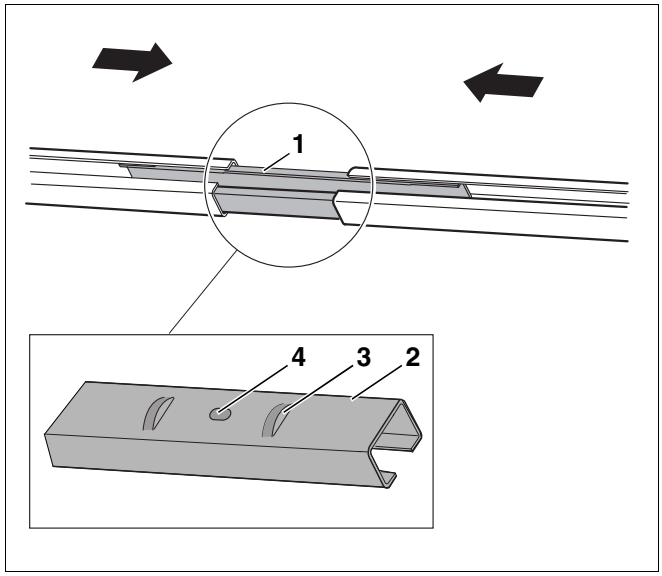

Afb. 12 Profielrails verbinden
Wanneer u meerdere collectoren (ten minste twee) wil monteren, moet u de afzonderlijke profielrails (bovenaan en onderaan) met verbindingen (afb. 12, **pos. 1** en **2**) aan elkaar koppelen.
- Schuif de verbinding (afb. 12, **pos. 1**), tot aan de aanslag (afb. 12, **pos. 3**) in de profielrails.
Om te controleren of de brug voor de collectorhouder in het midden gemonteerd is, kan u gebruik maken van de boring (afb. 12, **pos. 4**, pagina 15) in de verbinding.